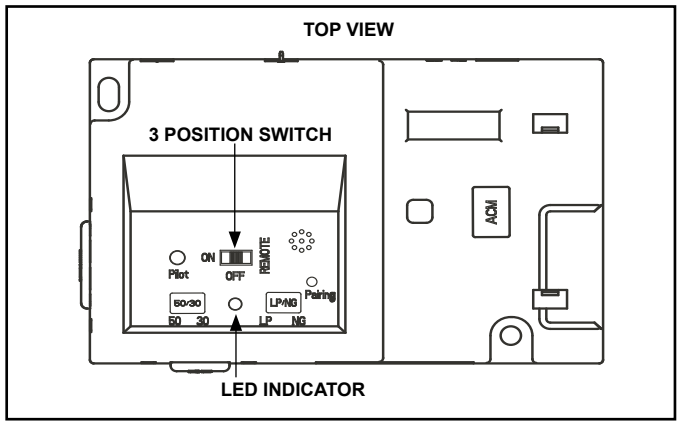

**Figure 3.6 IFT-ECM**
1. The Electronic Control Module (IFT-ECM) has a three-position ON/OFF/REMOTE selector switch that must be set for proper operation. See Figure 3.6. When changing switch positions, it is important to pause in each position for 1-2 seconds.